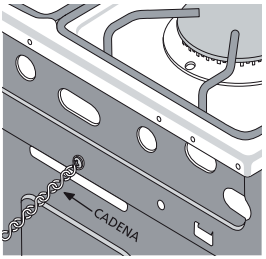
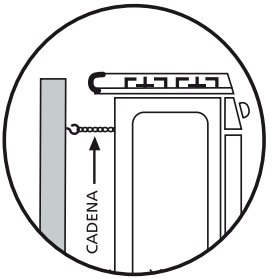

fig. 8
fig. 9
3. Enganche la cadena **(fig. 8)** al cáncamo como se muestra en la **fig. 9.**